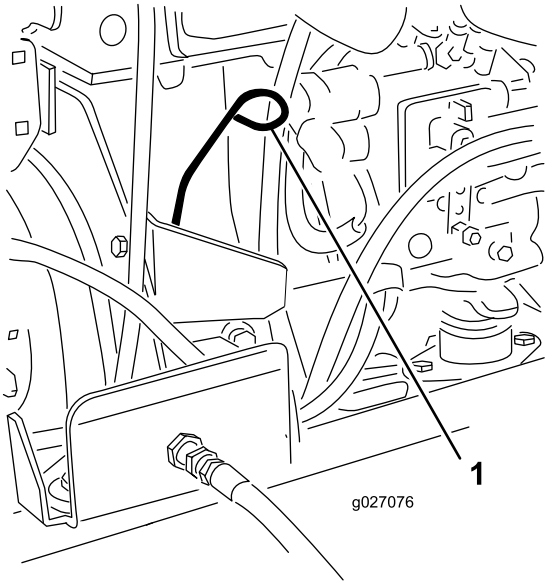

Figur 30
3. Ta ur oljestickan, torka av den och sätt tillbaka den igen (Figur 30).